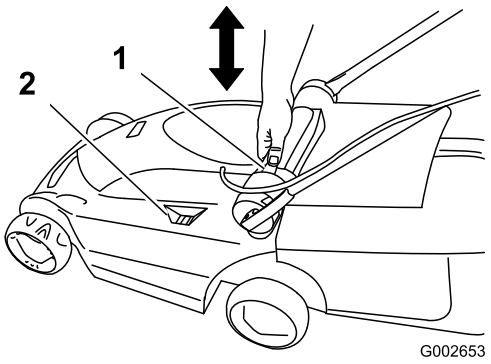

Bild 19
2. Drücken Sie mit dem Daumen auf die Taste zum Einstellen der Schnitthöhe und drücken Sie den Schnitthöhengriff nach unten oder ziehen Sie ihn nach oben, bis Sie die gewünschte Einstellung auf der Schnitthöhenanzeige erreicht haben (Bild 19).